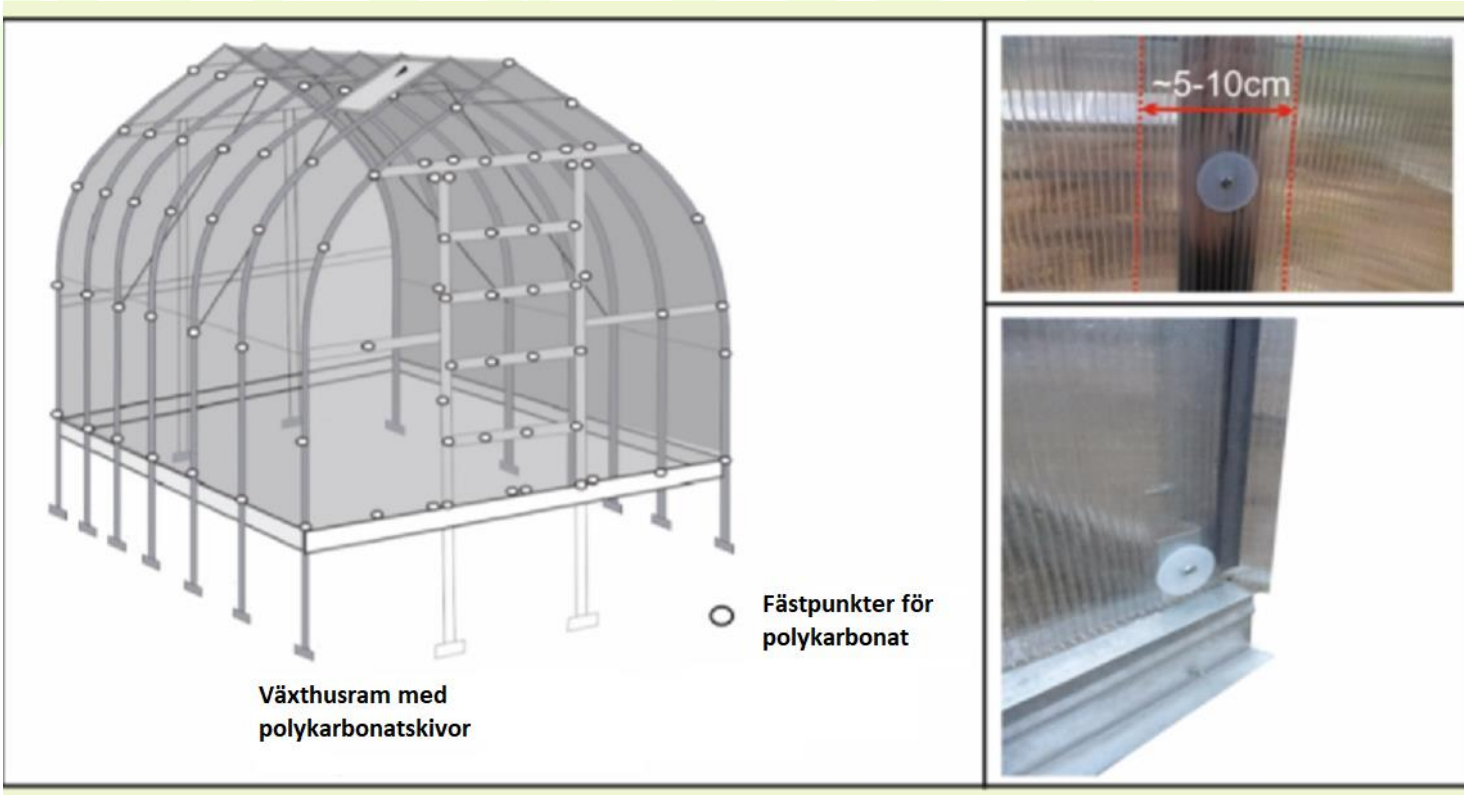

Bild 25
25. Fäst polykarbonatskivan för taket på 2100x2980 mm på ena sidan av växthusets ramverk. Polykarbonatskivan ska fästas nedifrån och upp längs med ena sidan. Polykarbonaten fasts med skruvar M5-40 (28) och muttrar (29) samt glidpackningar (31). Ytterligare en polykarbonatskiva, på samma sida av växthuset, ska placeras ovanför den fästa skivan (~5-10cm) och sedan ska de skruvas ihop vid fästpunkterna. Polykarbonatskivorna ska vara lika stora som sidan av grunden både fram- och baktill (Bild 25).